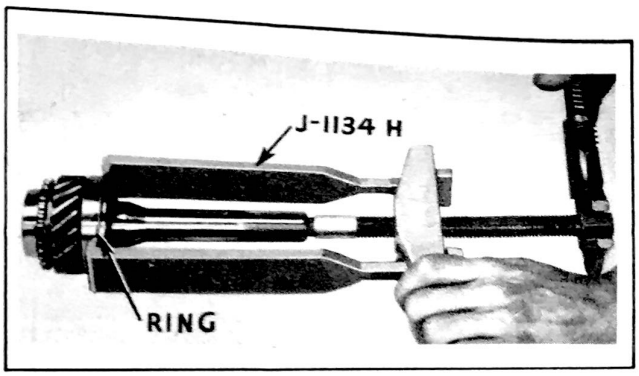

Figure 235 - Pulling Main Shaft Ball Bearing With Tool J-1134-H
40. Engage jaws of Bearing Puller J 1134 -H over ring on bearing (23) and remove bearing. See Fig. 235.